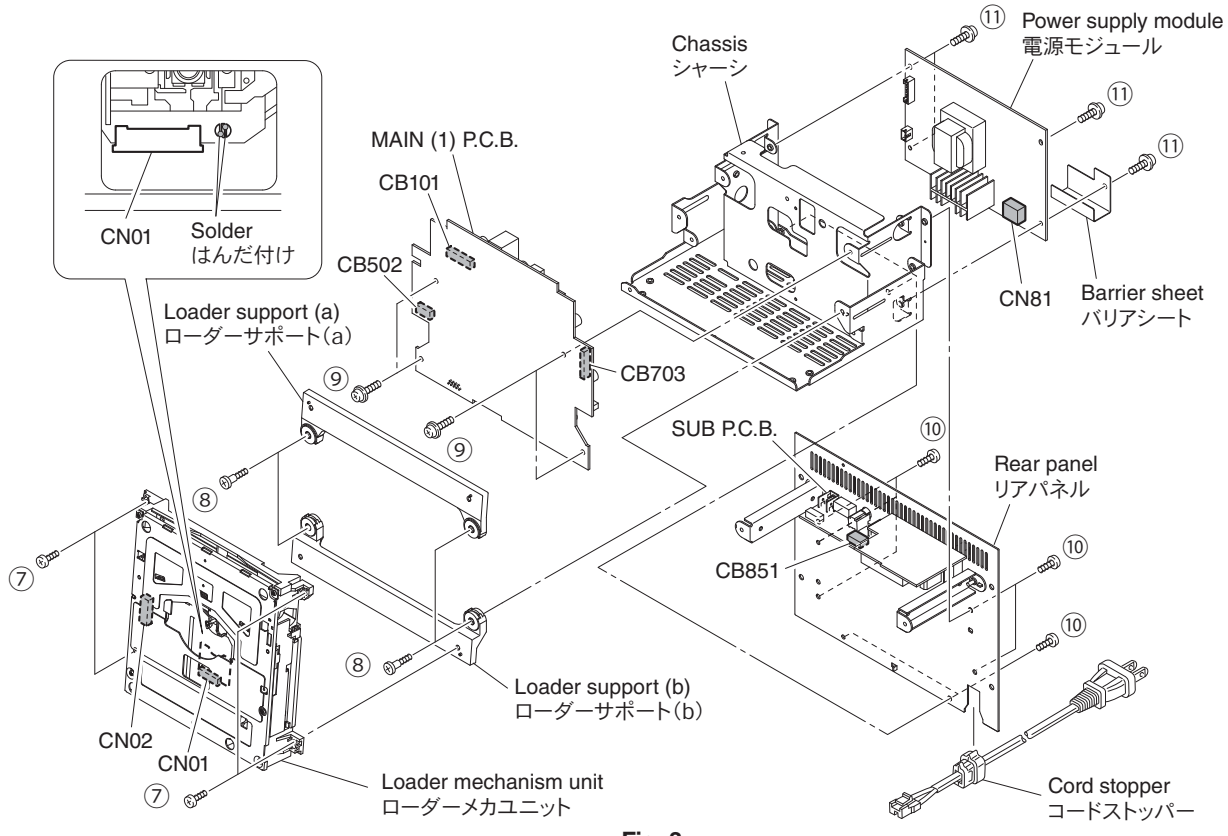

Fig. 3
e. Remove CN81. (Fig. 3)
f. Remove the power supply module. (Fig. 3)
a. ローダーメカユニットの MAIN P.C.B. 上の端子間を静電気対策はんだこてを使用してショートします。(Fig. 3)
b. ⑦ のネジ 4 本を外します。(Fig. 3)
c. CN02 を外します。(Fig. 3)
d. ローダーメカユニットを持ち上げます。(Fig. 3)
e. ロックを外し、CN01 を外します。(Fig. 3)
f. ローダーメカユニットを外します。(Fig. 3)
a. ⑧ のネジ 4 本を外し、ローダーサポート (a)、ローダーサポート (b) を外します。(Fig. 3)
b. ⑨ のネジ 4 本を外します。(Fig. 3)
c. MAIN P.C.B. を持ち上げます。(Fig. 3)
d. CB101、CB502、CB703、CB851 を外します。(Fig. 3)
e. MAIN P.C.B. を外します。(Fig. 3)
a. ⑩ のネジ 7 本を外します。(Fig. 3)
b. コードストッパーを外します。(Fig. 3)
c. 電源モジュールをシャーシと一緒に外します。(Fig. 3)
d. ⑪ のネジ 4 本を外します。(Fig. 3)
e. CN81 を外します。(Fig. 3)
f. 電源モジュールを外します。(Fig. 3)